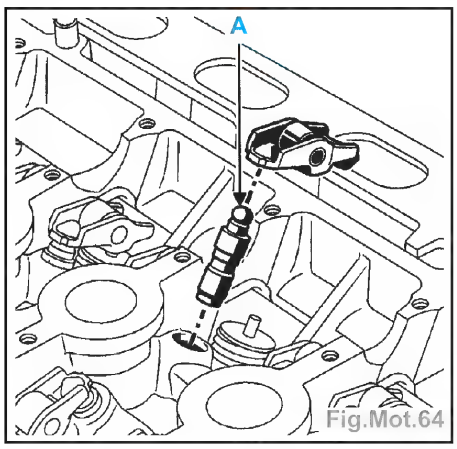

Fig.Mot.64
- il est impératif de réamorcer les butées hydrauliques car celles-ci rIsquent de se vider après un temps trop prolongé. Pour vérifier s'il faut les réamorcer, appuyer sur le haut de la butée en (A) avec le pouce, s'il y a un enfoncement du piston de la butée, plonger celle-ci dans un récipient plein de gazole puis les remonter (Fig.Mot.64).
• il est impératif de réamorcer les butées hydrauliques car celles-ci risquent de se vider après un temps trop prolongé. Pour vérifier s'il faut les réamorcer, appuyer sur le haut de la butée en (A) avec le pouce, s'il y a un enfoncement du piston de la butée, plonger celle-ci dans un récipient plein de gazole puis les remonter (Fig.Mot.64).